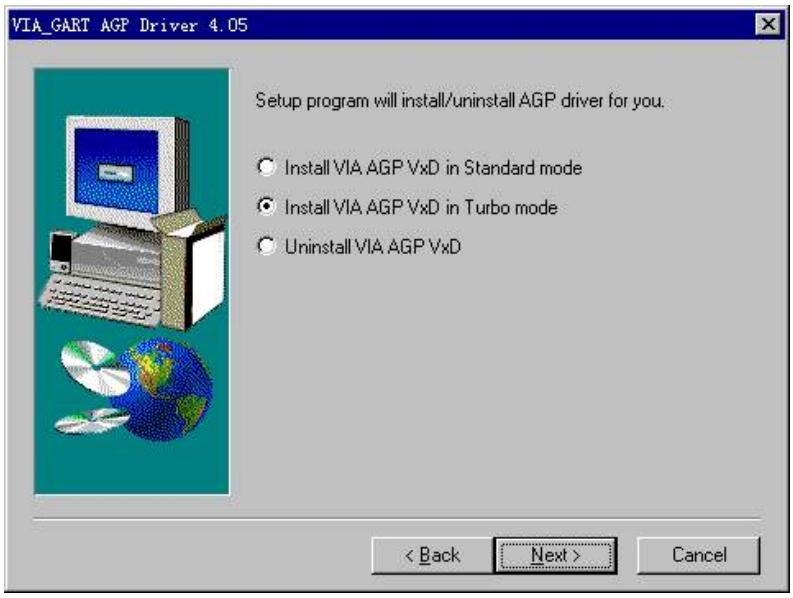

图 4-1-6
6、出现 AGP 驱动安装模式画面，选择在加速模式下的安装“ install VIA AGP VxD in Turbo mode ”，点击“ Next ”继续（如图 4-1-6）。